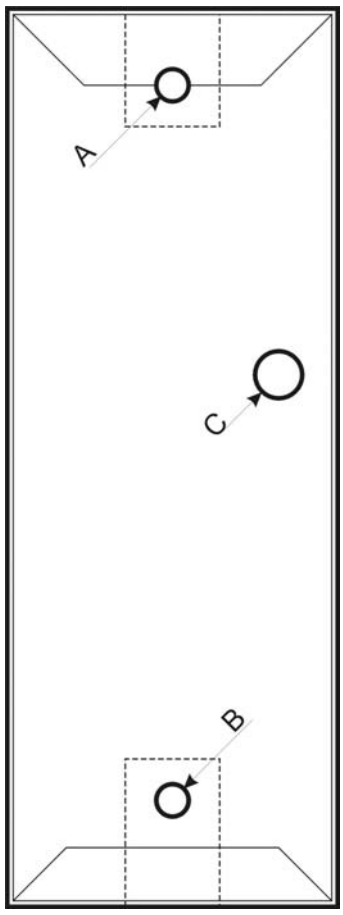

rys. 18
3) Przełożyć przewody podłączeniowe poprzez otwór **C** w tylnej części panela (**rys. 18**),
4) Przykręcić panel do podłoża wykorzystując 2 otwory **A**, **B** znajdujące się w tylnej części panela (**rys. 18**),
4) Przełożyć przewody podłączeniowe poprzez otwór **C** w tylnej części panela (**rys. 18**) i umieścić podtynkową cześć obudowy w murze (otworze),
5) Przykręcić panel do podłoża wykorzystując 2 otwory **A**, **B** znajdujące się w tylnej części panela (**rys. 18**),